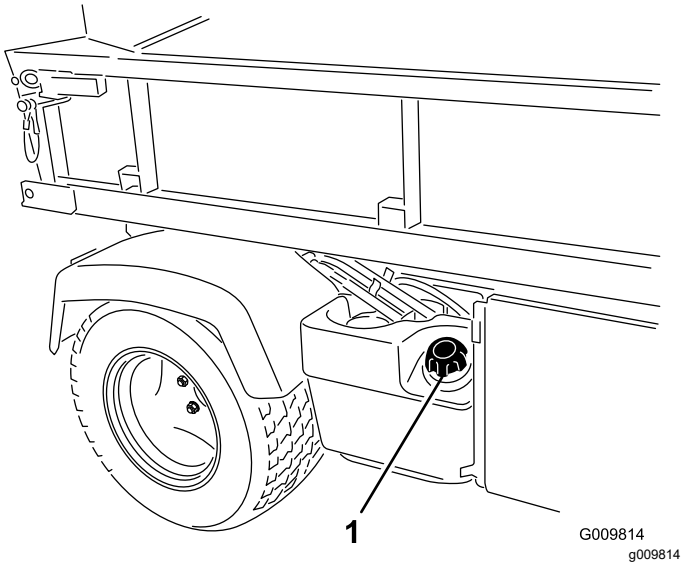

Figuur 17
2. Verwijder de dop van de brandstoftank (Figuur 17).